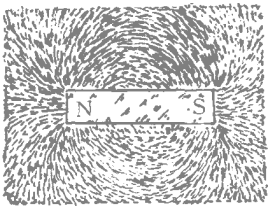

图 1-5　条形磁铁的磁场结构图
综合上面所谈磁力线有三个特点：(1) 磁场里任何一点上的磁力线都是由 N 极指向 S 极；(2) 磁力线在磁铁外部是由 N 极出发而终于 S 极，在磁铁内部是由 S 极到 N 极成一闭合回路；(3) 磁铁的磁极两端磁场最强，磁力线最密（见图 1-5）.